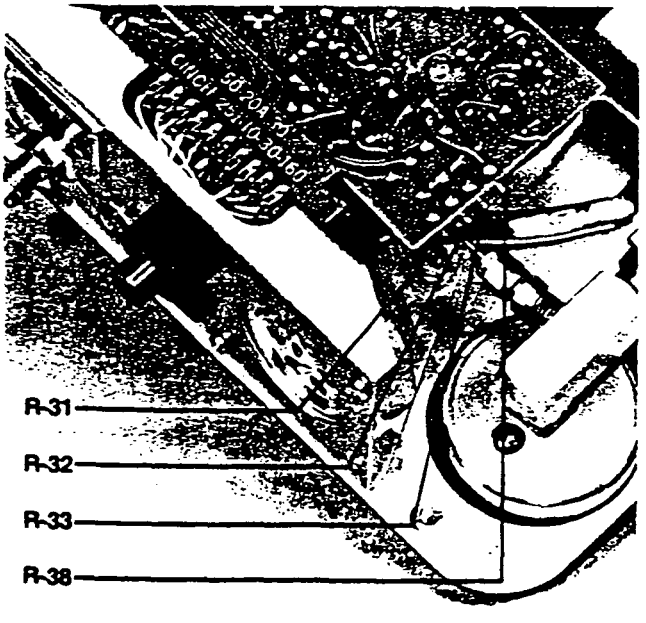

FIGURE 4-1. LOCATION OF ELECTRONIC ADJUSTMENTS
Internal electronic adjustments are provided to calibrate and align the electronic circuits. There are four (4) such adjustments all located on the electronics board. One adjustment potentiometer, R-38, is used to set the power supply voltage and is a one-time factory adjustment. The remaining three adjustments, R-31, R-32 and R-33 are used for setting the electronic amplifier gain for each of the three (3) calibrate ranges. Access to the adjustments is accomplished by removing the instrument from its case. Figure 4-1 indicates the location of the adjustments.
c) Introduce a methane sample of a known concentration (near 100 ppm) and adjust trimpot R-32 on circuit board (see Figure 4-1 for location) so that meter reads equivalent to the known sample.
b) Place CALIBRATE Switch in X1 position and, using trimpot R-31 on circuit board, adjust meter reading to 4 ppm. (See Figure 4-1)